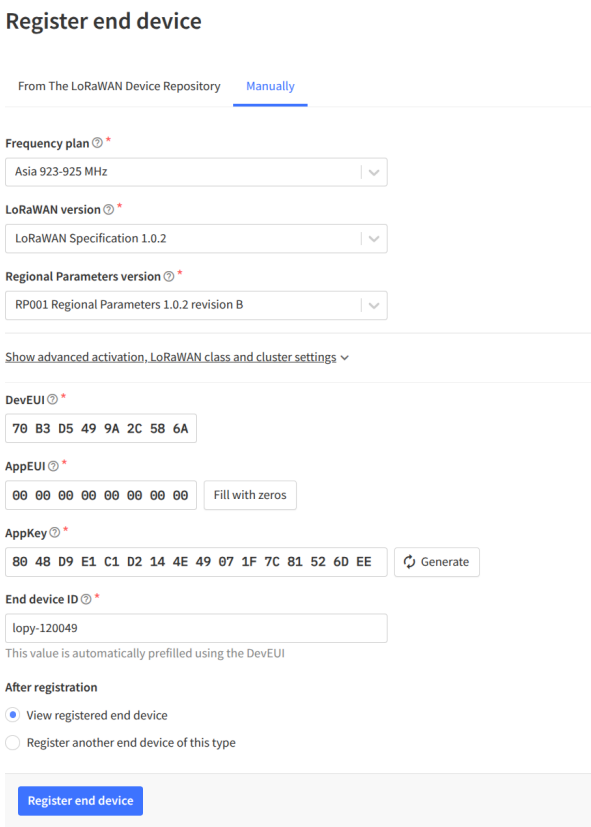

Figure 9: Registering an end device on TTN
- **LoRaWAN parameters:** The Frequency plan, LoRaWAN version, Regional Parameters version should be as shown in Figure 9.